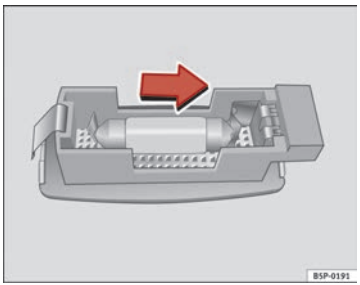

Fig. 179 Removing sun visor light
– Carefully remove the lamp, using the flat side of a screwdriver, as shown in the figure ⇒ fig. 179.
– Remove the bulb, moving it in the direction of the arrow and outwards ⇒ fig. 179.